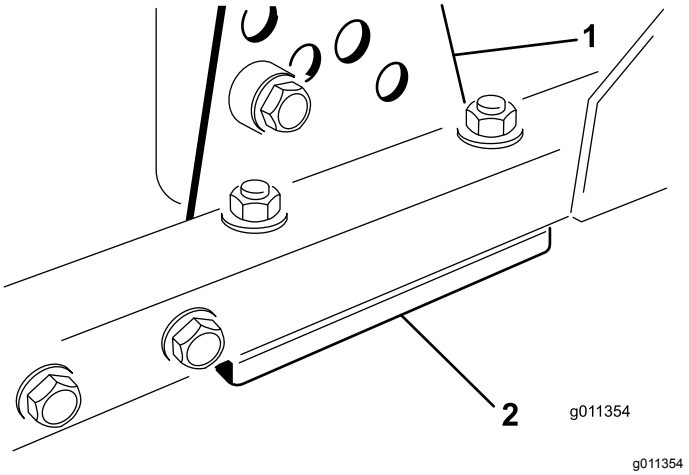

Figuur 87
1. Verwijder de maaihoogtebeugel (aan de voorzijde, linkerzijde of rechterzijde) van het maaidekframe (Figuur 87).
2. Breng vulstukken van 1,5 mm en/of vulstukken van 0,7 mm aan tussen het maaidekframe en de beugel om de gewenste maaihoogte-instelling te bereiken (Figuur 87).